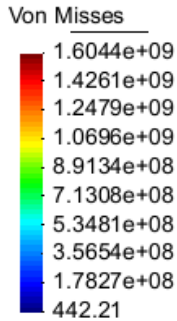
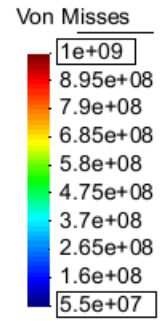

Figure 28. The color scale for the default values
Figure 29. The color scale with the new limits for representing the VON MISSES calculation
6. The part will be rendered with a scale of colors covering the range of calculated values (Figure 28). In this example only one interval of the total results range is of interest. The scale of colors must be adapted so that the lower limit is 5.5e7 and the upper limit is 1e9 (Figure 29).